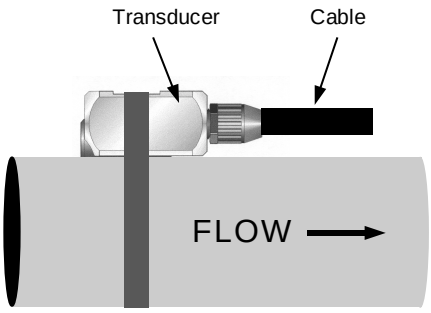

Figure 1.1
B. Loosely wrap the appropriate length of strap around the pipe at the location determined in Step 1. Refer to Figure 1.1 for proper orientation.